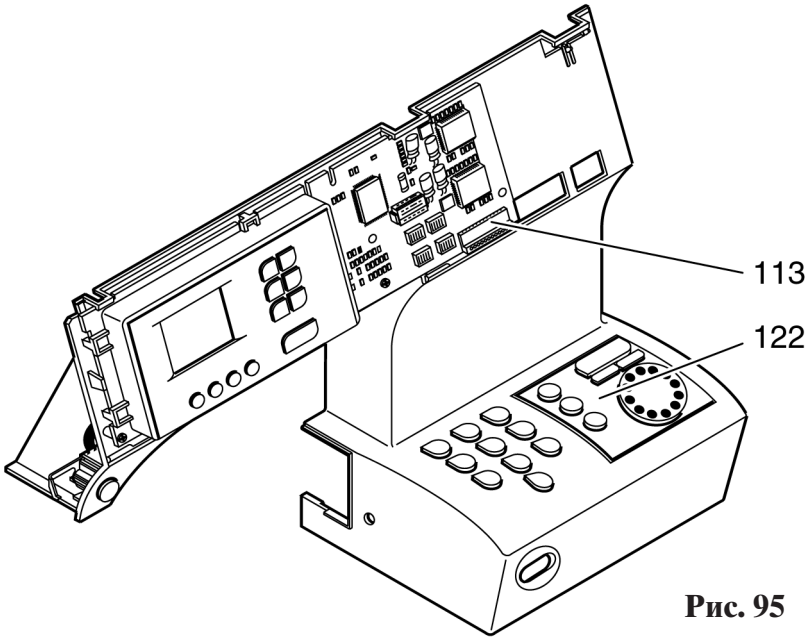

Рис. 95
- Вставьте плату в сборе с панелью программирования 122 и клавишами в переднюю панель корпуса машины (рис. 95).